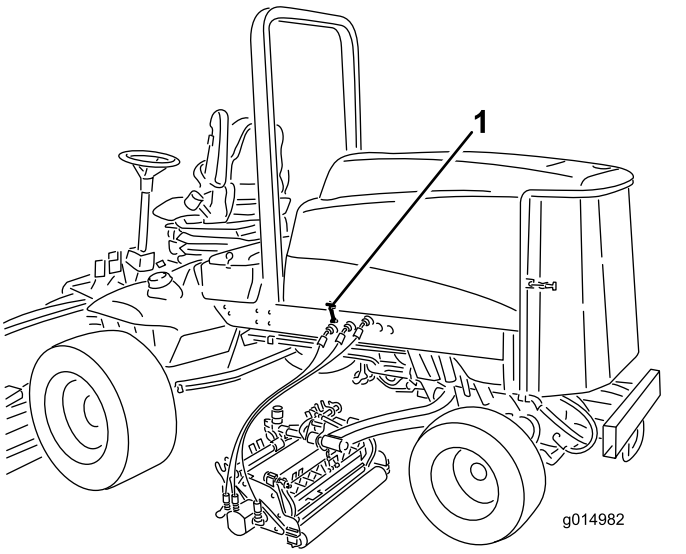

Figuur 34
2. Maak de sluitingen van de motorkap los en open de kap (Figuur 34).